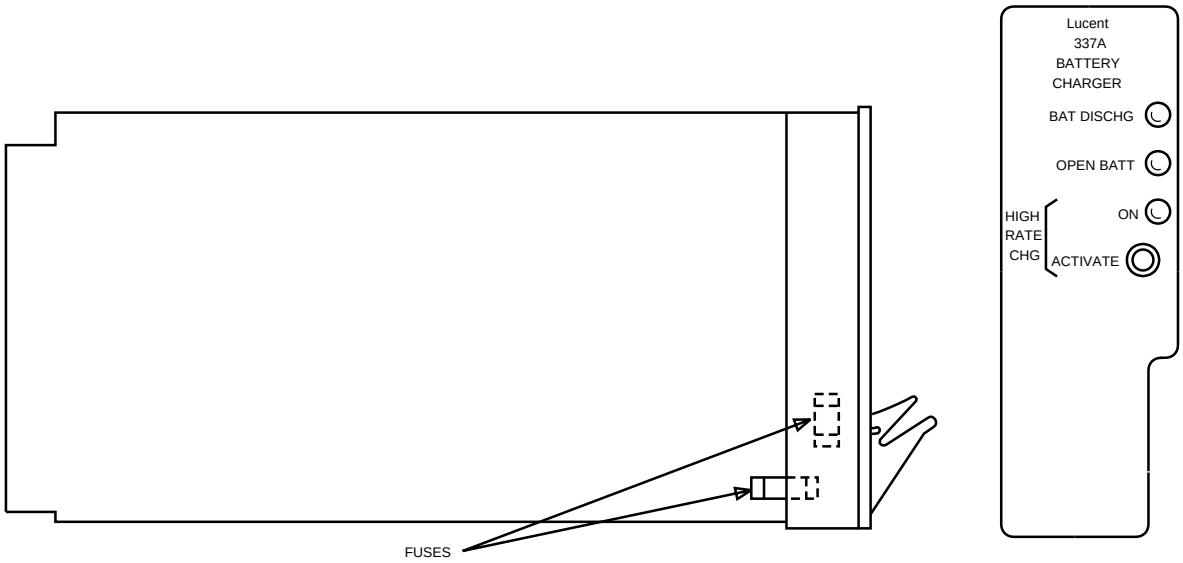

**Figure 1 – Location of Fuses on 337A BATTERY CHARGER**
2. Verify that fuses on **BATTERY CHARGER** are not blown (Figure 1).